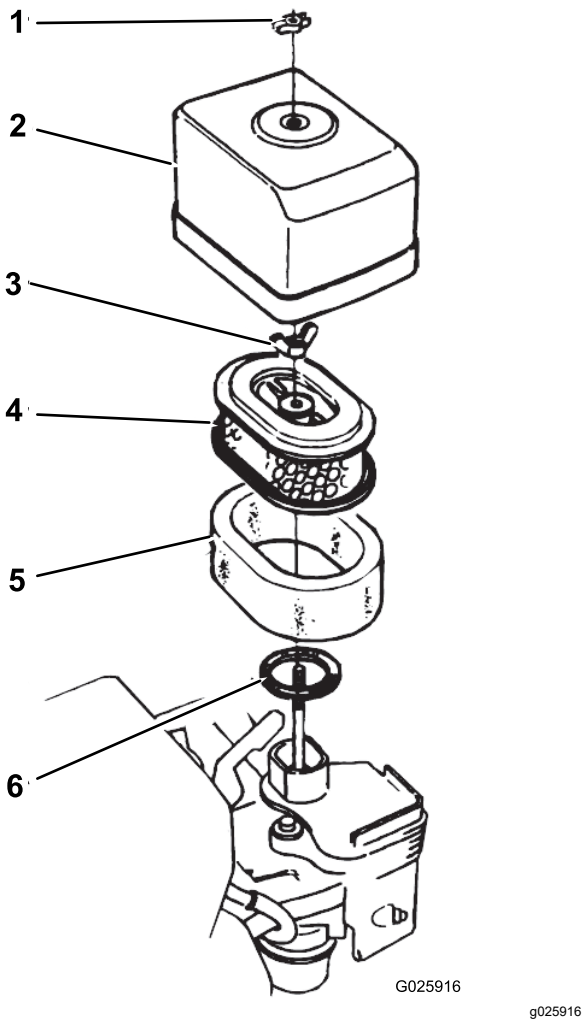

Rysunek 30
2. Odkręcić nakrętkę skrzydełkową mocującą pokrywę filtra powietrza do filtra i zdjąć pokrywę (Rysunek 30).
5. Zamocuj pokrywę filtra powietrza na filtrze powietrza przy pomocy nakrętki motylkowej (Rysunek 30).
1. Odkręcić nakrętkę skrzydełkową mocującą pokrywę filtra powietrza do filtra i zdjąć pokrywę (Rysunek 30).
2. Odkręcić nakrętkę skrzydełkowa od filtra powietrza i usunąć filtr (Rysunek 30).
3. Wyjmij piankowy wkład filtra powietrza z filtra papierowego (Rysunek 30).
1. Nałóż piankowy wkład filtra na papierowy wkład filtra (Rysunek 30).
2. Sprawdź uszczelkę pod kątem zużycia i uszkodzeń (Rysunek 30).
3. Dopilnuj, aby uszczelka znajdowała się na wlocie powietrza do gaźnika (Rysunek 30).
4. Zamocuj filtr powietrza na gaźniku nakrętką motylkową (Rysunek 30).
5. Zamocuj pokrywę filtra powietrza na gaźniku drugą nakrętką motylkową (Rysunek 30).